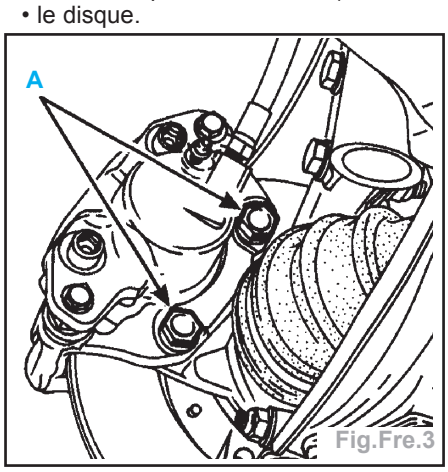

Fig.Fre.3
- les deux vis (**A**) de fixation de l'ensemble de frein (Fig.Fre.3),